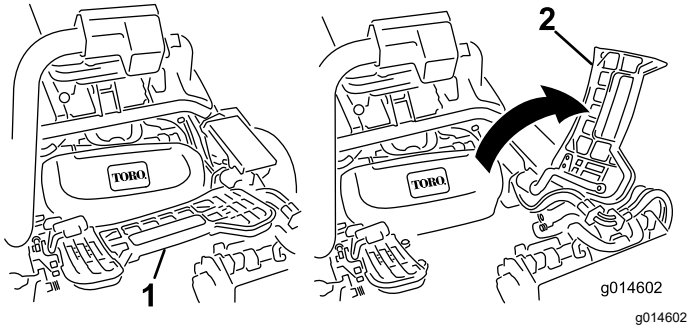

Figur 53
2. Hæv fodstøtten og vip den åben, så du får adgang til den midterste klippeenheds position (Figur 53).